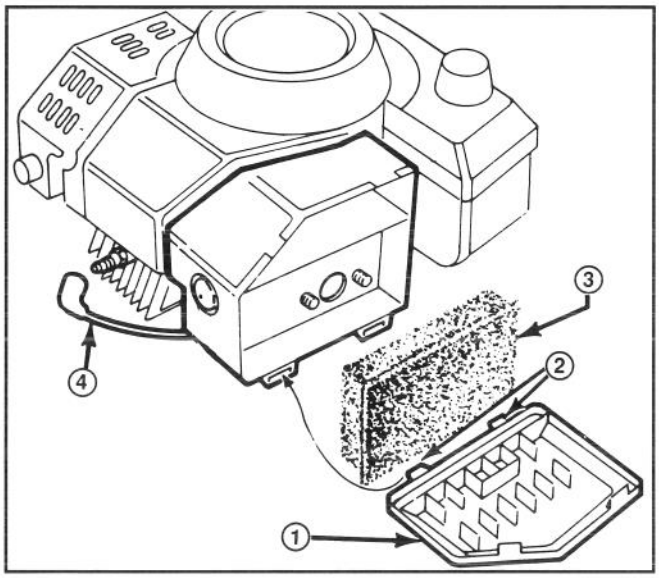

Abbildung 14
1. Den Motor abstellen und das Kabel von der Zündkerze abziehen (Abb. 14).
2. Die Verriegelungszungen anheben und den Luftfilterdeckel nach unten drehen (Abb. 14). Den Deckel sorgfältig reinigen.
3. Ist die Oberseite des Schaumstoffeinsatzes verschmutzt, muß er herausgenommen und gut gereinigt werden (Abb. 14).
1. Den Motor abstellen und auskühlen lassen. Das Kabel von der Zündkerze abziehen (Abb. 14).